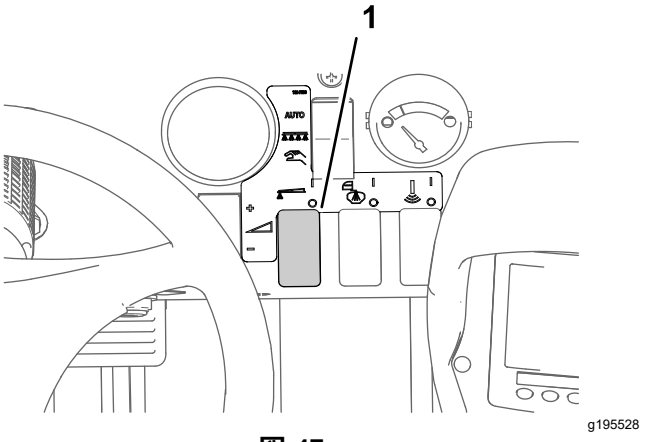

図 47
8. 散布率スイッチで所望の散布水圧にセットする。水圧は本体に付属の資料、ノズル選定ガイドを参照。 図 47